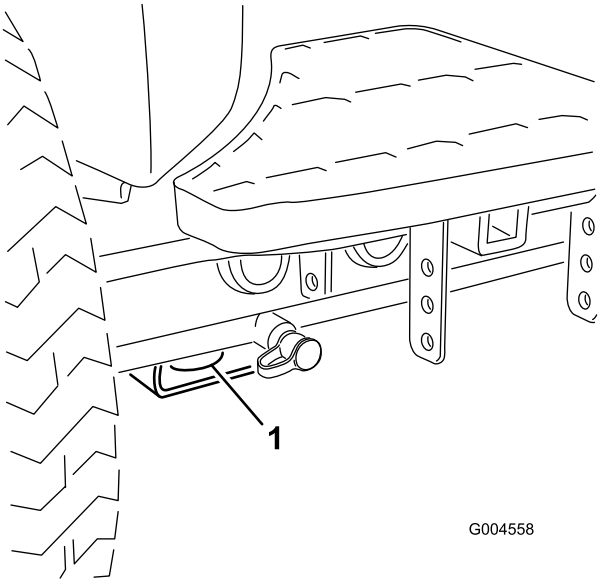

Figuur 38
- Voor – de opening in het rechthoekige blok, onder de asbuis, aan de binnenzijde van beide voorwielen (Figuur 38).